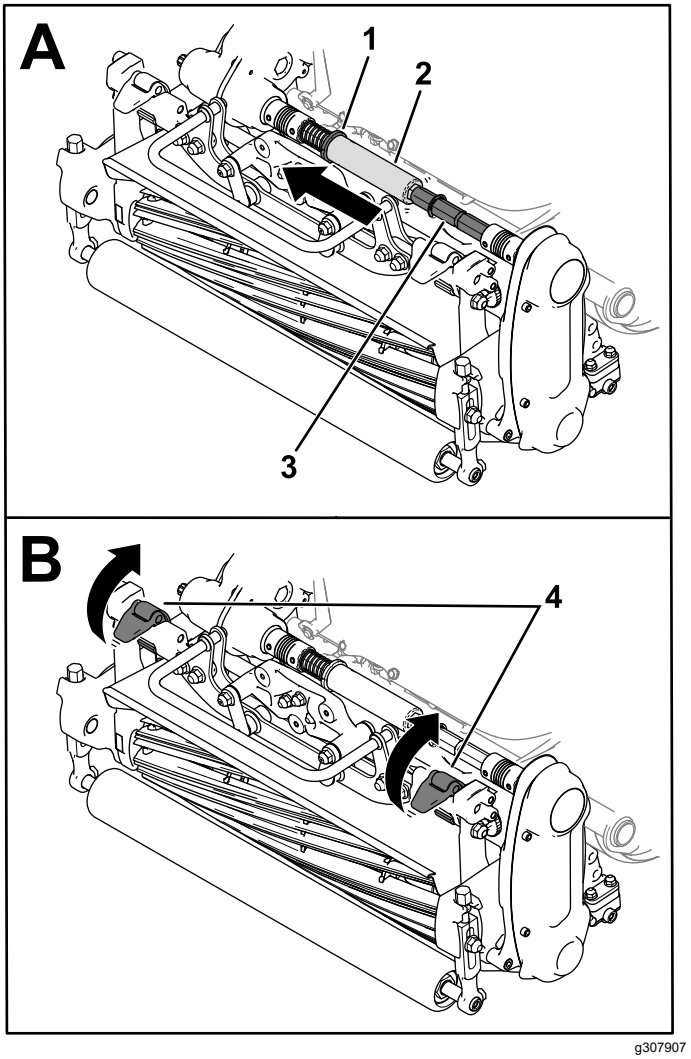

Figur 39
3. Flytta stoppringen (Figur 39) till spåret på transmissionsaxeln.
4. Skjut bort sexkantsröret från klippenhetens kopplingsaxel (Figur 39).
5. Flytta upp upphängningsspärrhakarna för att frigöra klippenheten från maskinen (Figur 39).